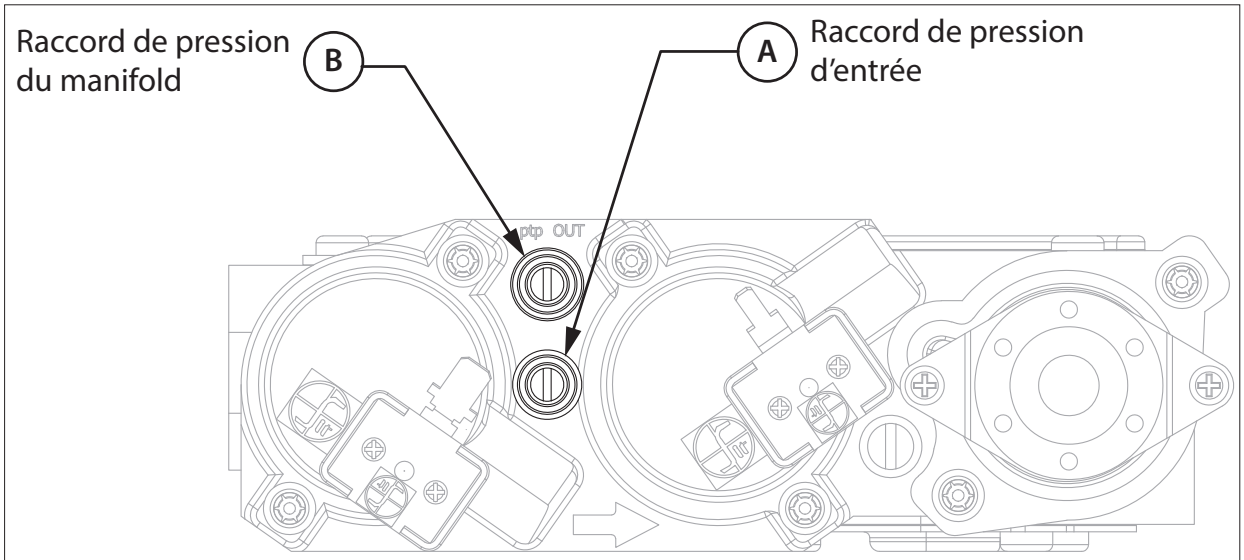

*Figure 11.1, Raccords de test pression de valve de contrôle de gaz*
1. Desserrer la vis du raccord de test de pression d'entrée («IN») en sens antihoraire. Voir (A) à la Figure 11.1.
2. Desserrez la vis du raccord de test de pression du manifold («OUT») en sens antihoraire. Voir (B) à la Figure 11.1.